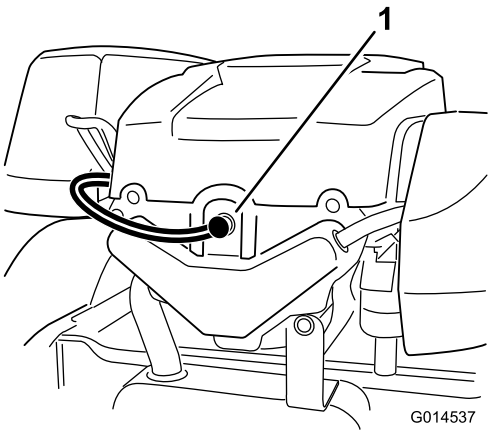

Figur 36
2. Dra av kabeln från tändstiftet (Figur 36). Gör rent runt stiftet så att inte smuts faller ner i motorn och orsakar skador.
3. Tryck på tändkabeln på tändstiftet igen (Figur 36).